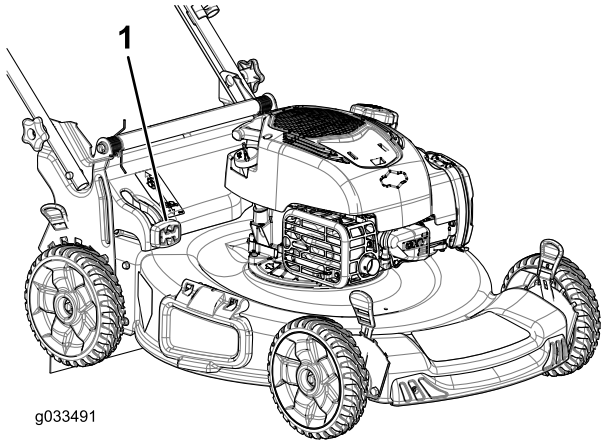

Figur 22
- For at opsamle græs- og bladafklippet i posen skal du trykke på den knap, der sidder på grebet til posefyldning, og flytte grebet fremad, indtil knappen på grebet popper op (Figur 22).